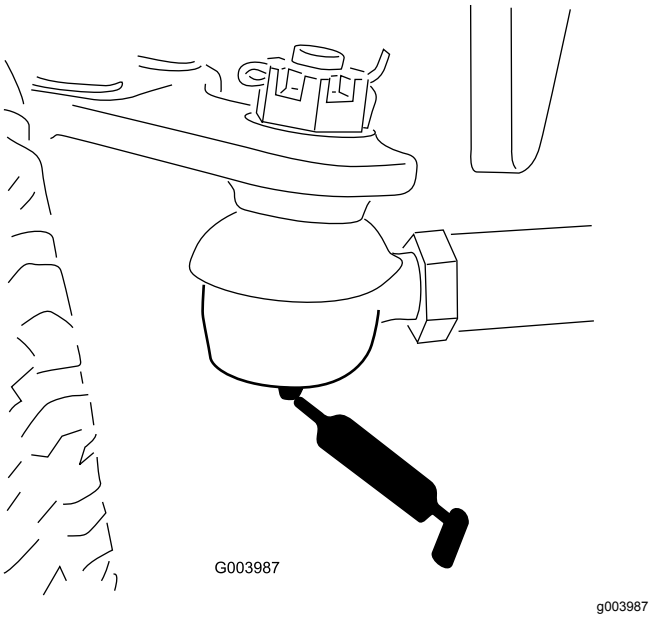

Figuur 76
- Trekstang van achteras (2) (Figuur 76)